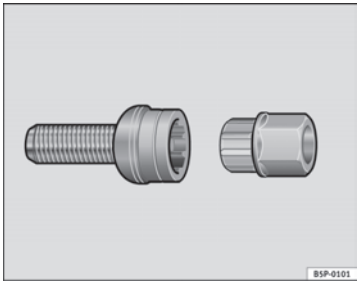

Fig. 182 Anti-theft wheel bolt
– Insert the adapter onto the wheel bolt and push it on as far as it will go ⇒ Fig. 182.